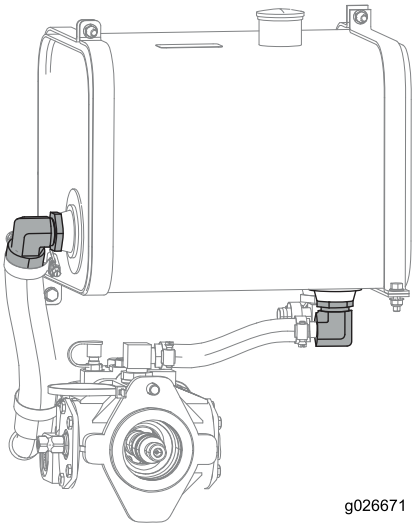

Figure 42
10. Déposez les adaptateurs coudés et déposez puis nettoyez les crépines à l'air comprimé (Figure 42).